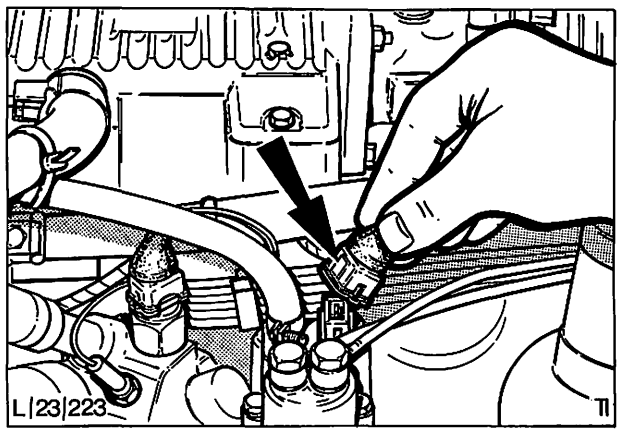

Abb. 72 Stecker – Warmlaufregler montieren
d) Stecker am Warmlaufregler montieren, Abb. 72.